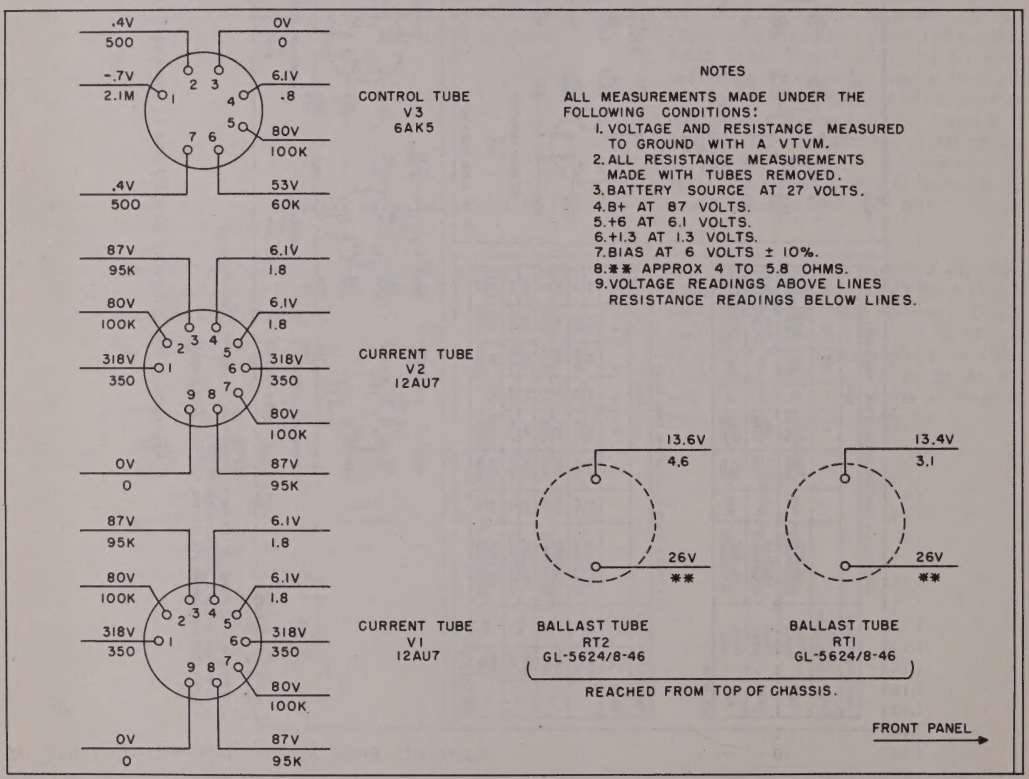

Figure 66. Dynamotor-Power Supply DY–79/PRD–1, tube socket voltage and resistance diagram.
(7) The resistance values shown in parenthesis, at pins 7 of V105, V106, and V107, are for band 2 only.
b. Normal tube socket voltage and resistance measurements for Dynamotor-Power Supply DY–79/PRD–1 and Battery Box CY–947/PRD–1 are given in figures 66 and 82.